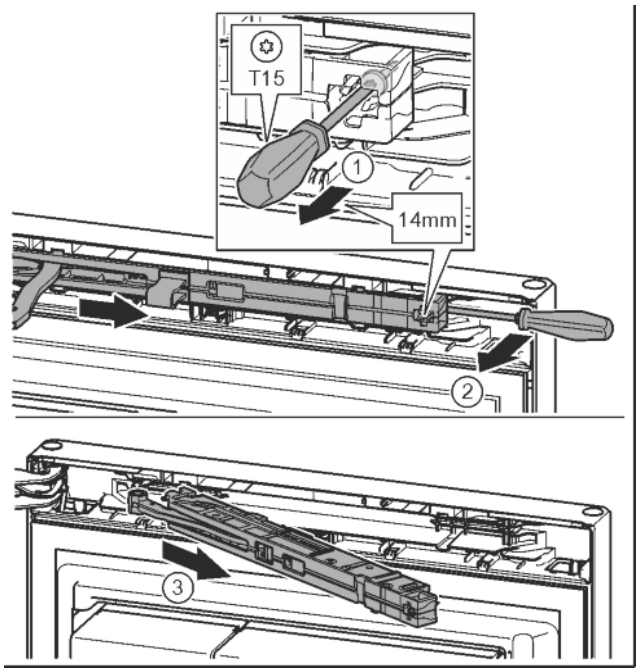

Fig. 15
▶ Schraube an Schließdämpfereinheit mit Schraubendreher T15 ca. 14 mm lösen. *Fig. 15 (1)*
▶ Mit einem Schraubendreher griffseitig hinter die Schließdämpfereinheit fahren und nach vorne drehen. *Fig. 15 (2)*
▶ Schließdämpfereinheit herausziehen. *Fig. 15 (3)*